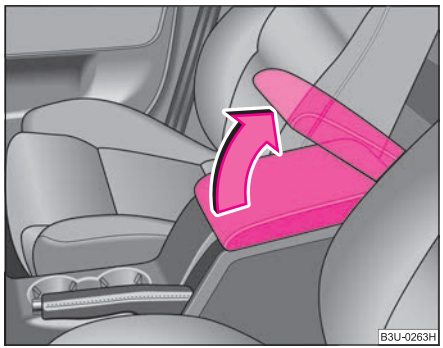

Fig. 103 Armrest between driver and front passenger seat
– Fold out the top cover of the arm rest ⇒ fig. 103.
– First of all fold the cover of the armrest in the direction of arrow fully to the top ⇒ fig. 103 and then to the bottom.